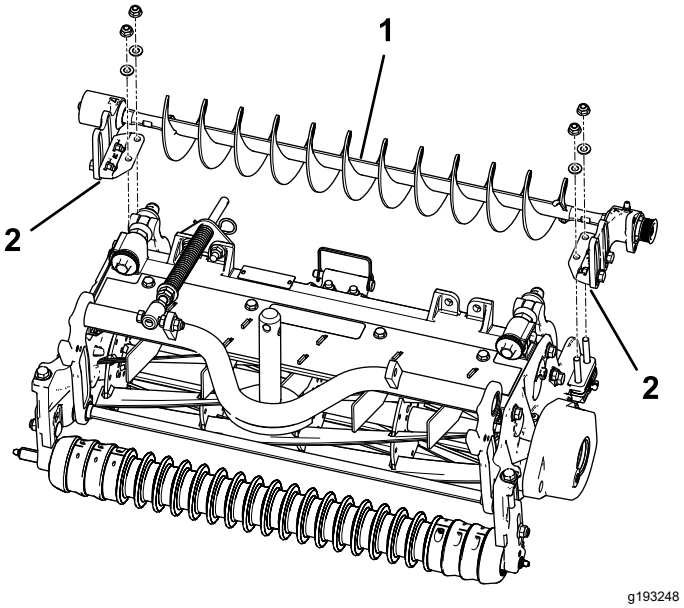

Figure 10
4. Position the left or right roller-brush assembly mounting brackets onto the roller-bracket bolts (Figure 10).